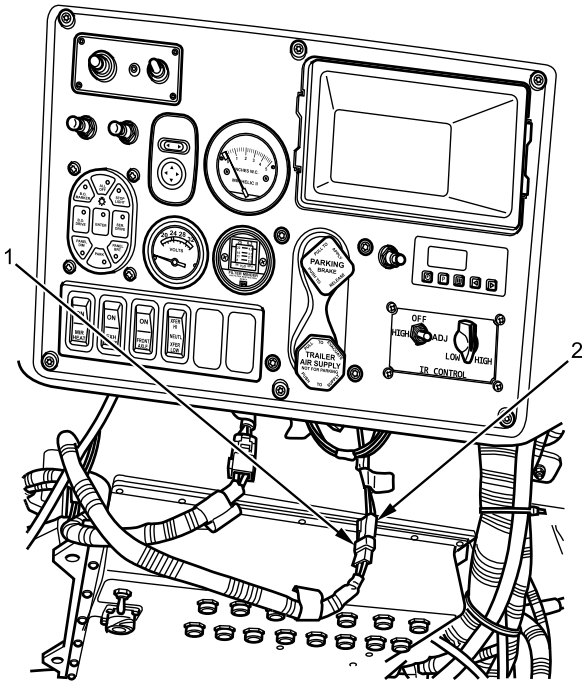

Figure 9. Feed Harness.
2. Connect right side feed harness (Figure 9, Item 1) on IP harness (Figure 9, Item 2).